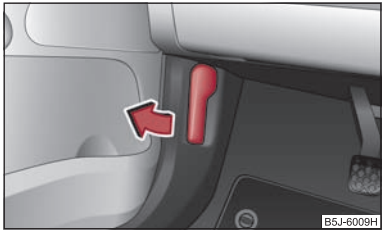

Fig. 12 Bonnet release lever
– Pull the unlocking lever below the dash panel on the driver's side ⇒ fig. 12.